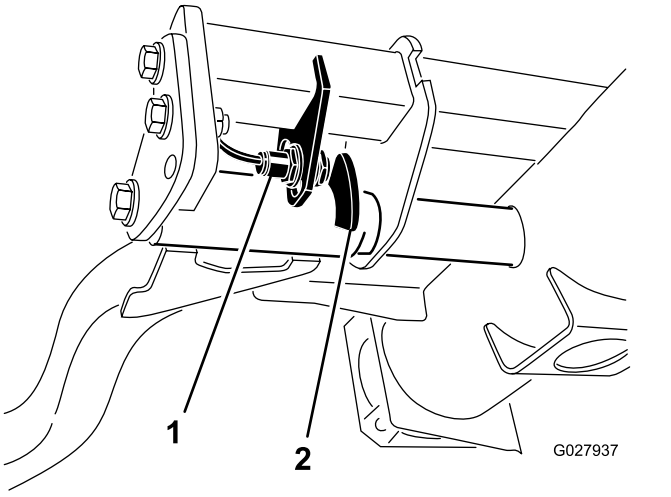

Figur 30
2. Løftearmsbryteren finnes under den hydrauliske tanken bak den fremre, høyre løftearmen (Figur 30).
3. Løsne bryterens festeskruer (Figur 30) og flytt bryteren ned for å heve løftearmens vendehøyde, eller flytt bryteren opp for å senke løftearmens vendehøyde.